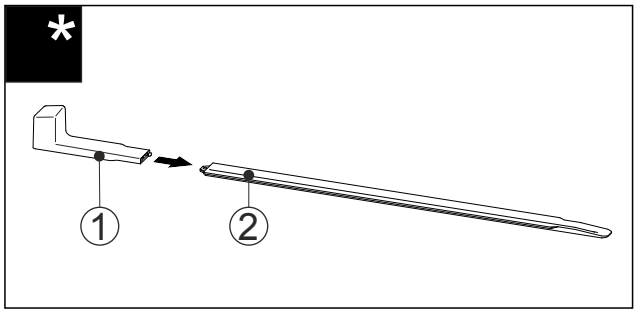

Fig. 49
▶ Montážní úchyt *Fig. 49 (1)* připevněte k nivelační liště *Fig. 49 (2)*.